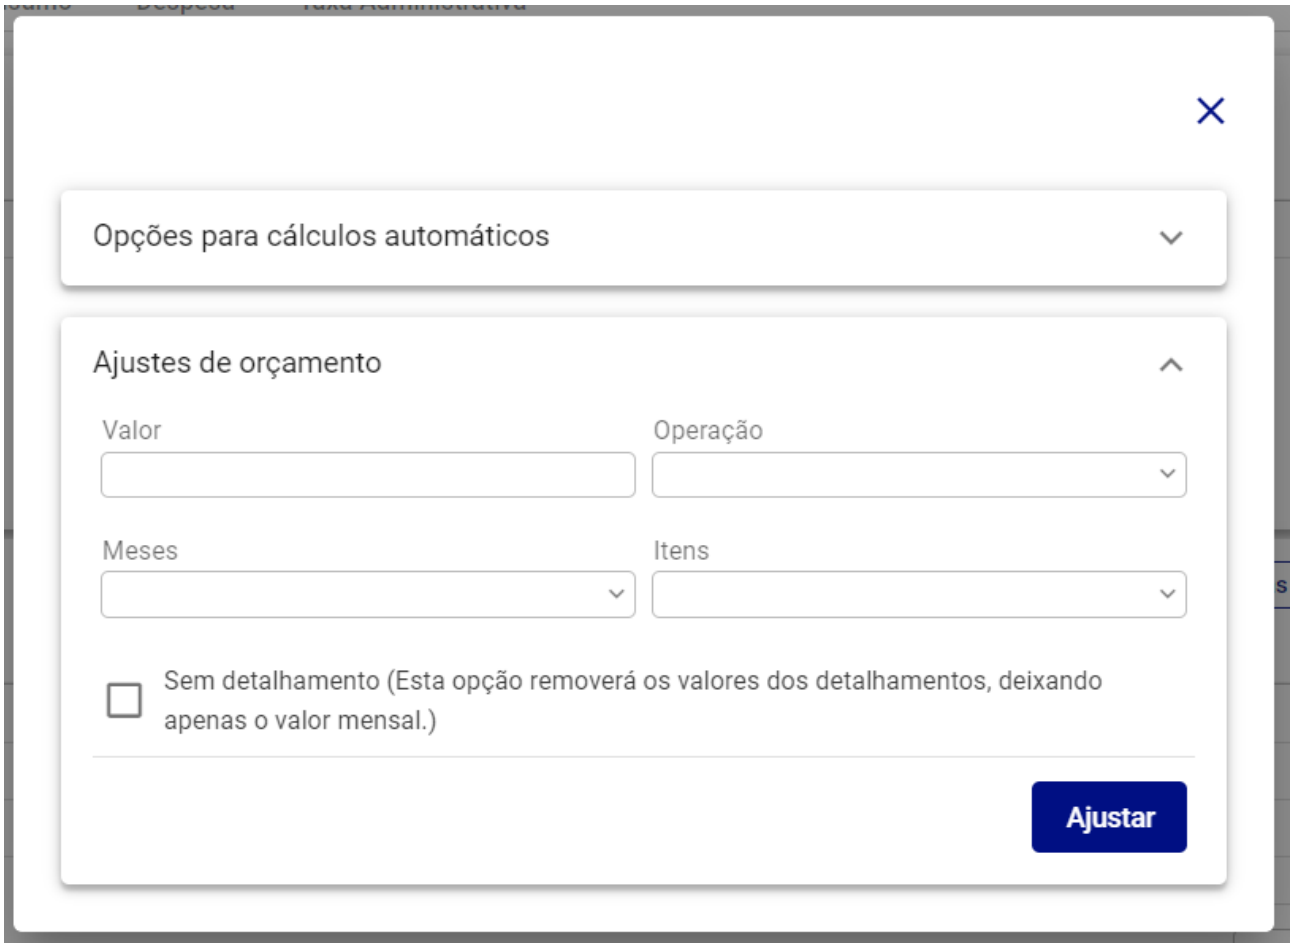

Figura 356: Ajustes de Orçamento
– **Ajustes de Orçamento (Figura 356):** Ferramenta para aplicar alterações em massa nos valores orçados.